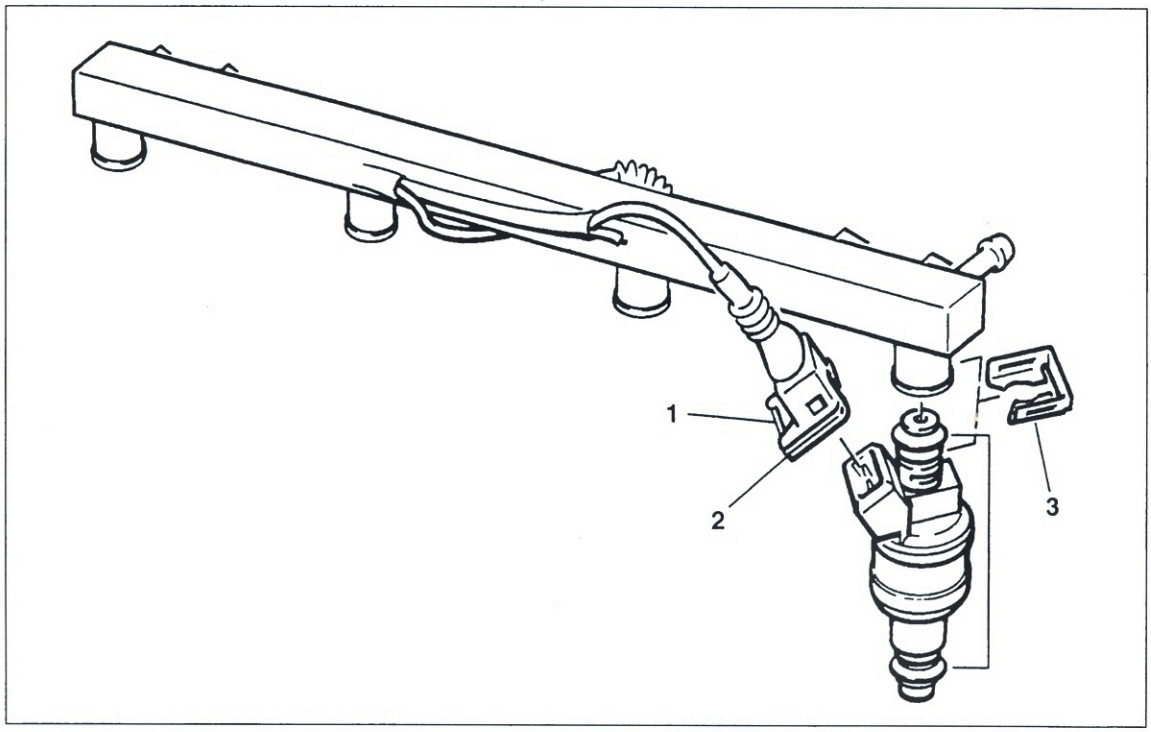
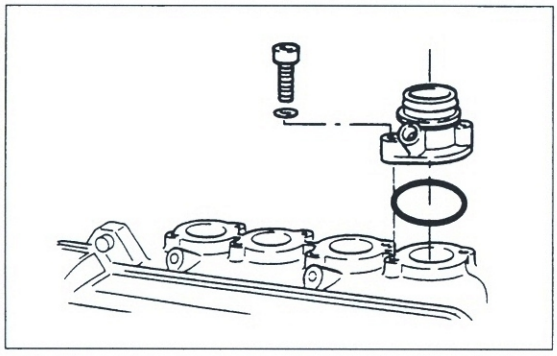

Bild 68
Bild 69
spritzleiste Drahtsicherung ① Bild 68 lösen und Stecker abziehen.
- Klammer ③ am Ventil lösen und Ventil herausziehen.
- Falls Gummi-Ansaugstutzen im Verdacht stehen rissig oder porös zu sein, Befestigungsschrauben ausdrehen und Stutzen abnehmen (Bild 69)
● Ansaugstutzen mit leicht gefetteten O-Ringen anbringen (Bild 69; 7 Nm).
● Einspritzdüsen an Einspritzleiste montieren (Bild 68). Einwandfreie O-Ringe leicht fetten und von Hand eindrücken. Stecker und Drahtsicherung einclipsen.